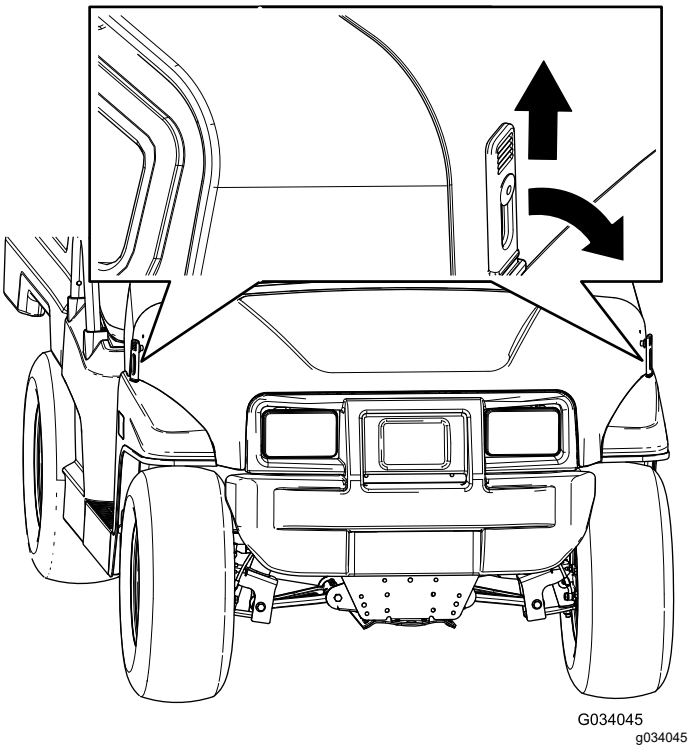

Rysunek 25
1. Pociągnij w górę uchwyt gumowych zaczepów po obu stronach maski (Rysunek 25).
2. Zamocuj maskę, dociskając gumowe zaczepy do ich uchwytów po obu stronach maski (Rysunek 25).